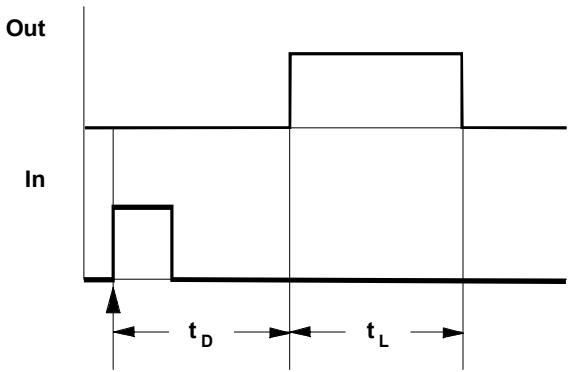

Fig. 1: How the A-162 delays and lengthens a pulse
This control sets the **trigger delay time t_D** (see Fig. 1) in a range from zero to ten seconds.
② Len.
This control ② sets the length t_L of the trigger pulse (see Fig. 1) in a range from zero to ten seconds.
③ LED